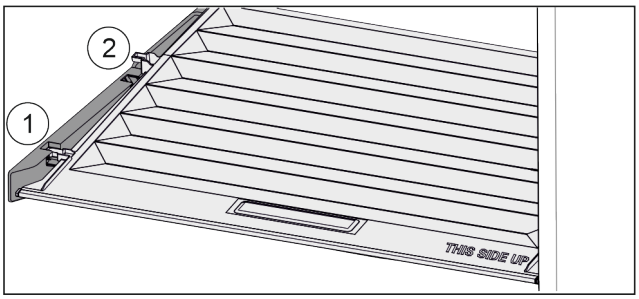

Fig. 34
▶ Кришку до отвору в деталях для підтримки потягнути вперед *Fig. 34 (1)*.
▶ Підняти ззаду знизу та вийняти *Fig. 34 (2)* вгору.